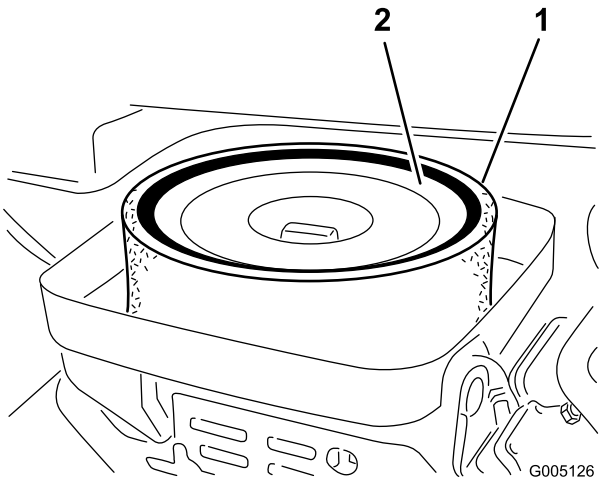

Bild 45
3. Nehmen Sie einen verschmutzten Schaumeinsatz vorsichtig vom Papiereinsatz ab (Bild 45). Reinigen Sie ihn gründlich wie folgt: